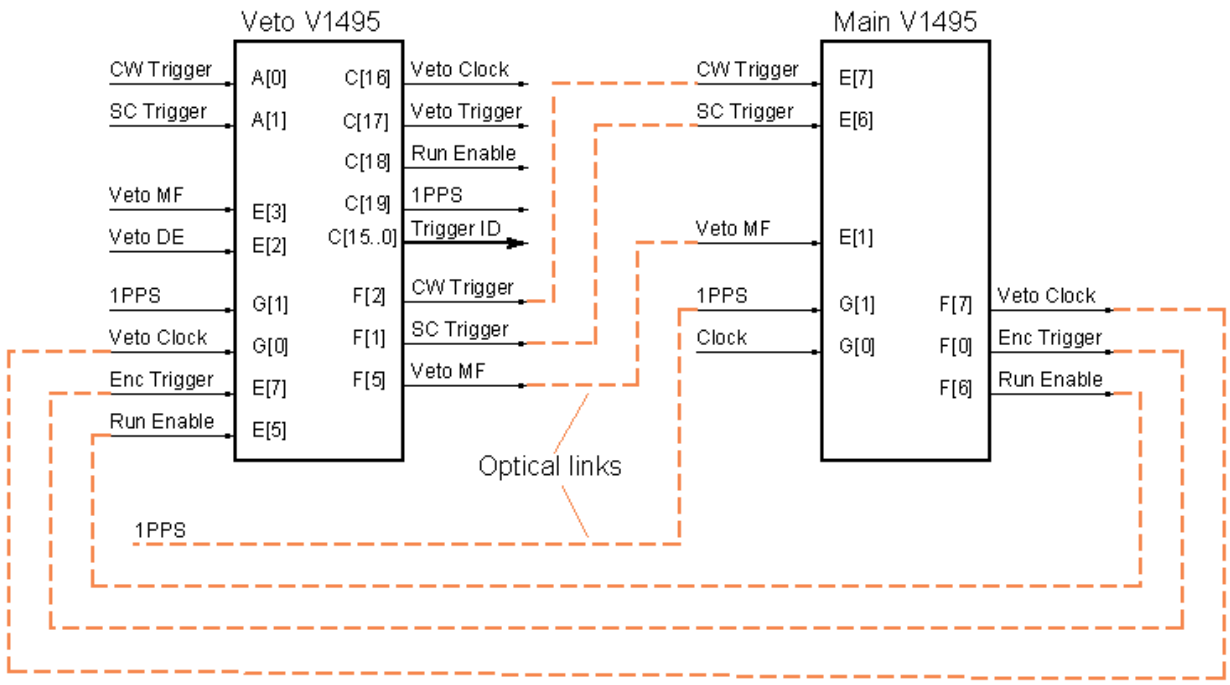

Figure 1. Basic connections between Main and Veto V1495s.
- Main V1495 and Veto V1495 modules are connected via optical- electrical converters and optical fibers (Figure 1)
A simplified block diagram shown in Figure 1 presents minimum number of connections between Veto and Main V1495 modules needed for Global trigger integration. Connections between clean room and control room require use of the optical links. Each optical link consists of 1/6 of V720 module, optical fiber and 1/6 of V730 module. The total number of optical links is seven.